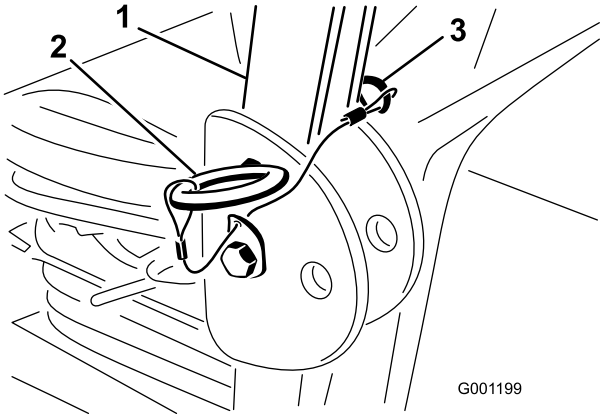

Figur 8
1. Fjern hårnålssplintpinnene og fjern de to pinnene fra veltebøylen (Figur 8).
2. Hev veltebeskyttelsen til oppreist stilling og monter de to pinnene og fest dem med hårnålssplintpinnene (Figur 8).